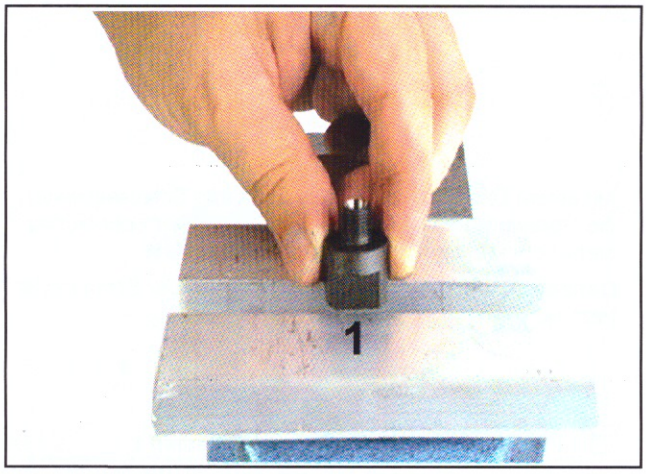

Abb. 8-2 Vormontagestutzen zum Aufziehen des Schneidringes verwenden M-HTL-050b09
- Zum Aufziehen der Überwurfmuttern auf beiden Schlauchstutzen des montierten Schlauches wird ein Vormontagestutzen 1 Abb. 8-2 verwendet.